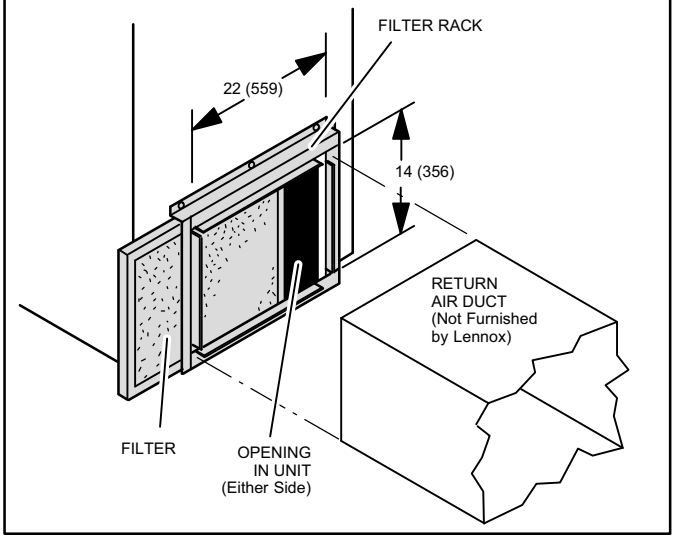

Figure 11
2. Using a scriber through the filter rack mounting holes, mark seven mounting hole locations in the return end of the cabinet. See figure 11.